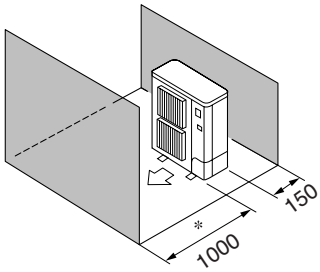

Fig. 3-9
⑤ Hindernisse nur auf der Vorder- und Rückseite (Fig. 3-9)